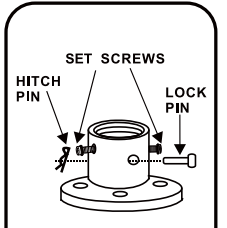

FIG. 6
Step 2.Lossen the two set screws and remove the hitch pin and lock pin from the top coupling of the motor assembly.(Fig 6)